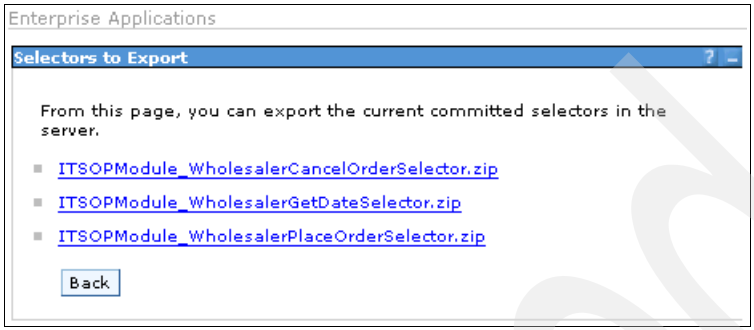

Figure D-18 The Selectors to Export window
5. In the Selectors to Export window (Figure D-18), click the **ITSOPModule_WholesalerCancelOrderSelector.zip** link to export the WholesalerCancelOrderSelector.